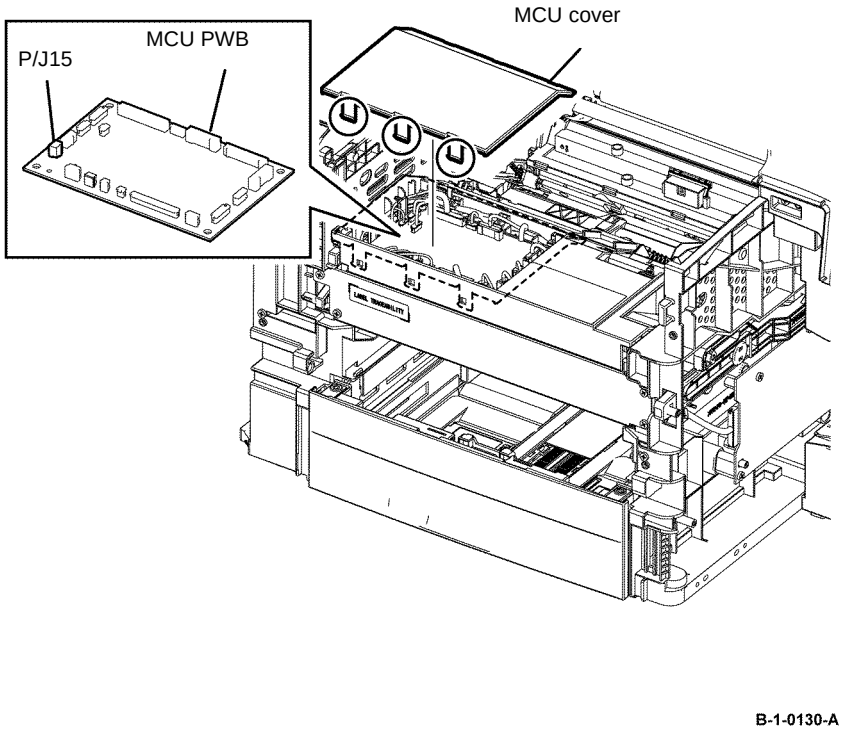

Figure 1 MSI feed solenoid disconnect
12. Remove the MCU cover by releasing the hook. Disconnect PJ15 from the MCU PWB, then release the harness of the MSI feed solenoid from the harness guide, Figure 1.